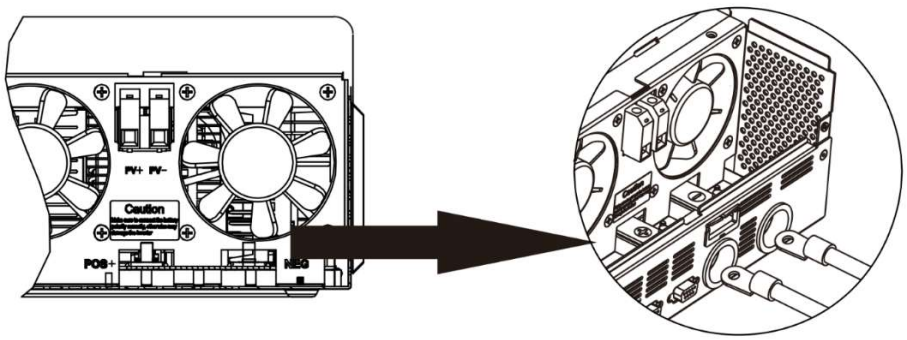

Fig. 6: Conexión de la batería
2. Retire las tuercas preinstaladas de los pernos del terminal de la batería. Inserte el terminal de anillo de los cables de la batería a través de los orificios de la carcasa (conector de cable para los modelos de 120 VCA) y colóquelo en el terminal de la batería correspondiente (**Fig. 6**). Atornille las tuercas previamente retiradas con un par de apriete de 2 ~ 3 Nm (1.5 ~ 2.2 lbf·ft). Asegúrese de que los terminales de anillo se sientan al ras de los conectores.